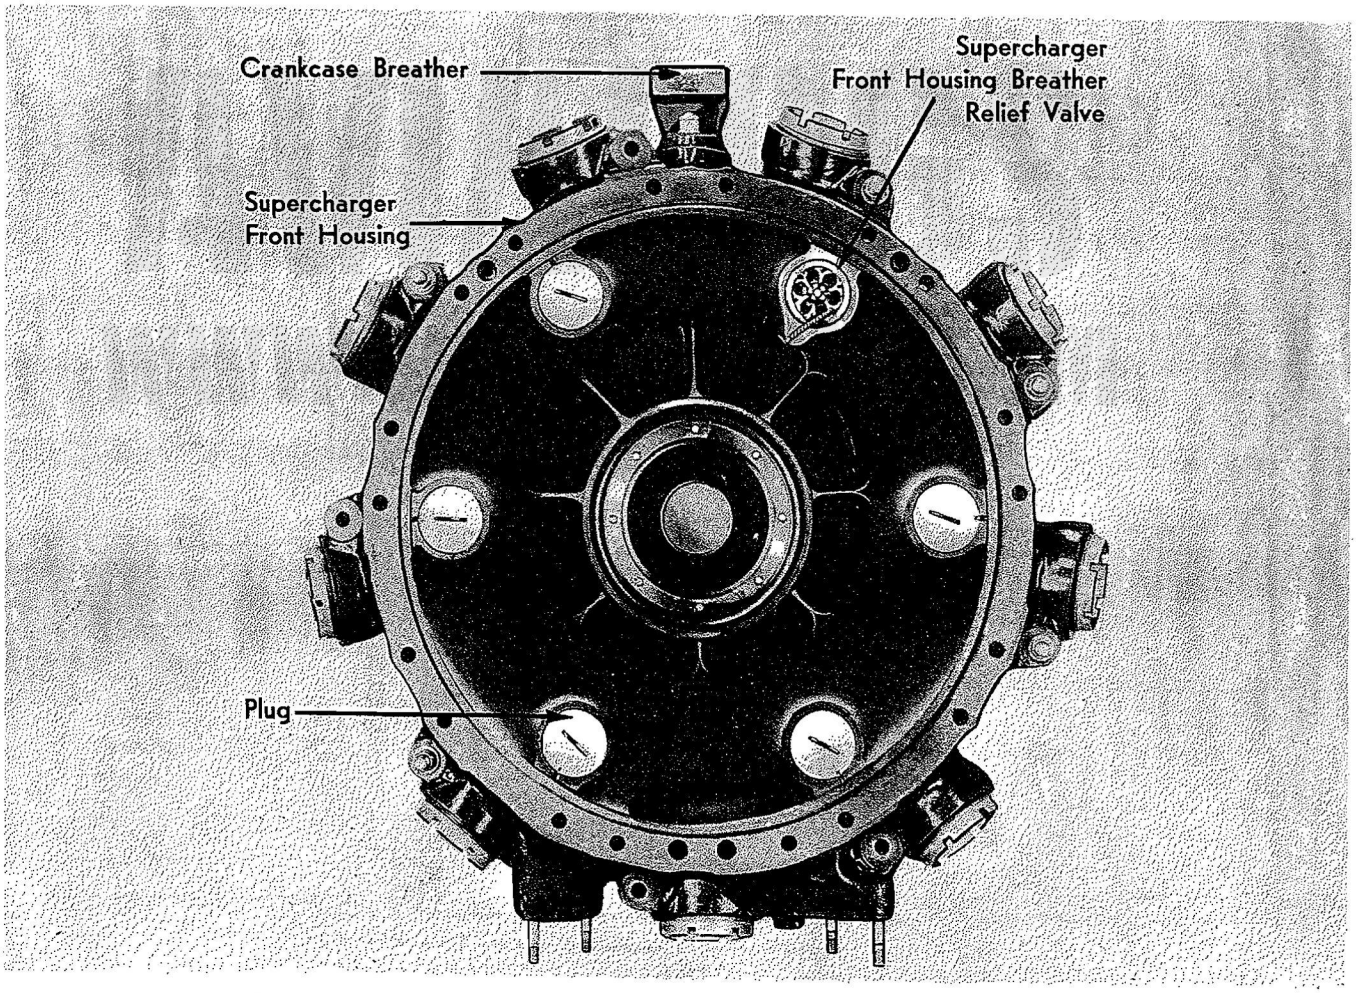

Figure 29—Location of Supercharger Front Housing Breather Relief Valve
c. A spring-loaded relief valve located in the upper section of the cored passage opens to give the crankcase vapors a short, direct route to the atmosphere in the event abnormal pressure builds up in the crankcase. Refer to Figure 29. This is a flat steel disk valve which seats in a bronze insert screwed into the passage front wall section. The aluminum alloy plugs installed in the front wall section are installed for manufacturing reasons and have no bearing on the breather system.